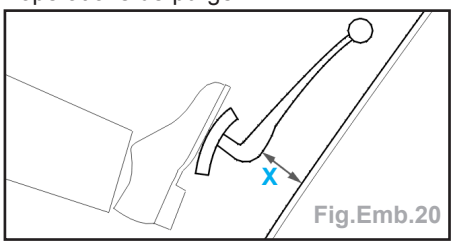

Fig.Emb.20
- Ouvrir la vis de purge (5).
- Refermer la vis de purge (5).
- Vérifier qu'un début de friction du mécanisme d'embrayage apparaît à une cote (X) supérieure ou égale à 35 mm (La cote X est donnée à titre indicatif) (Fig.Emb.20).